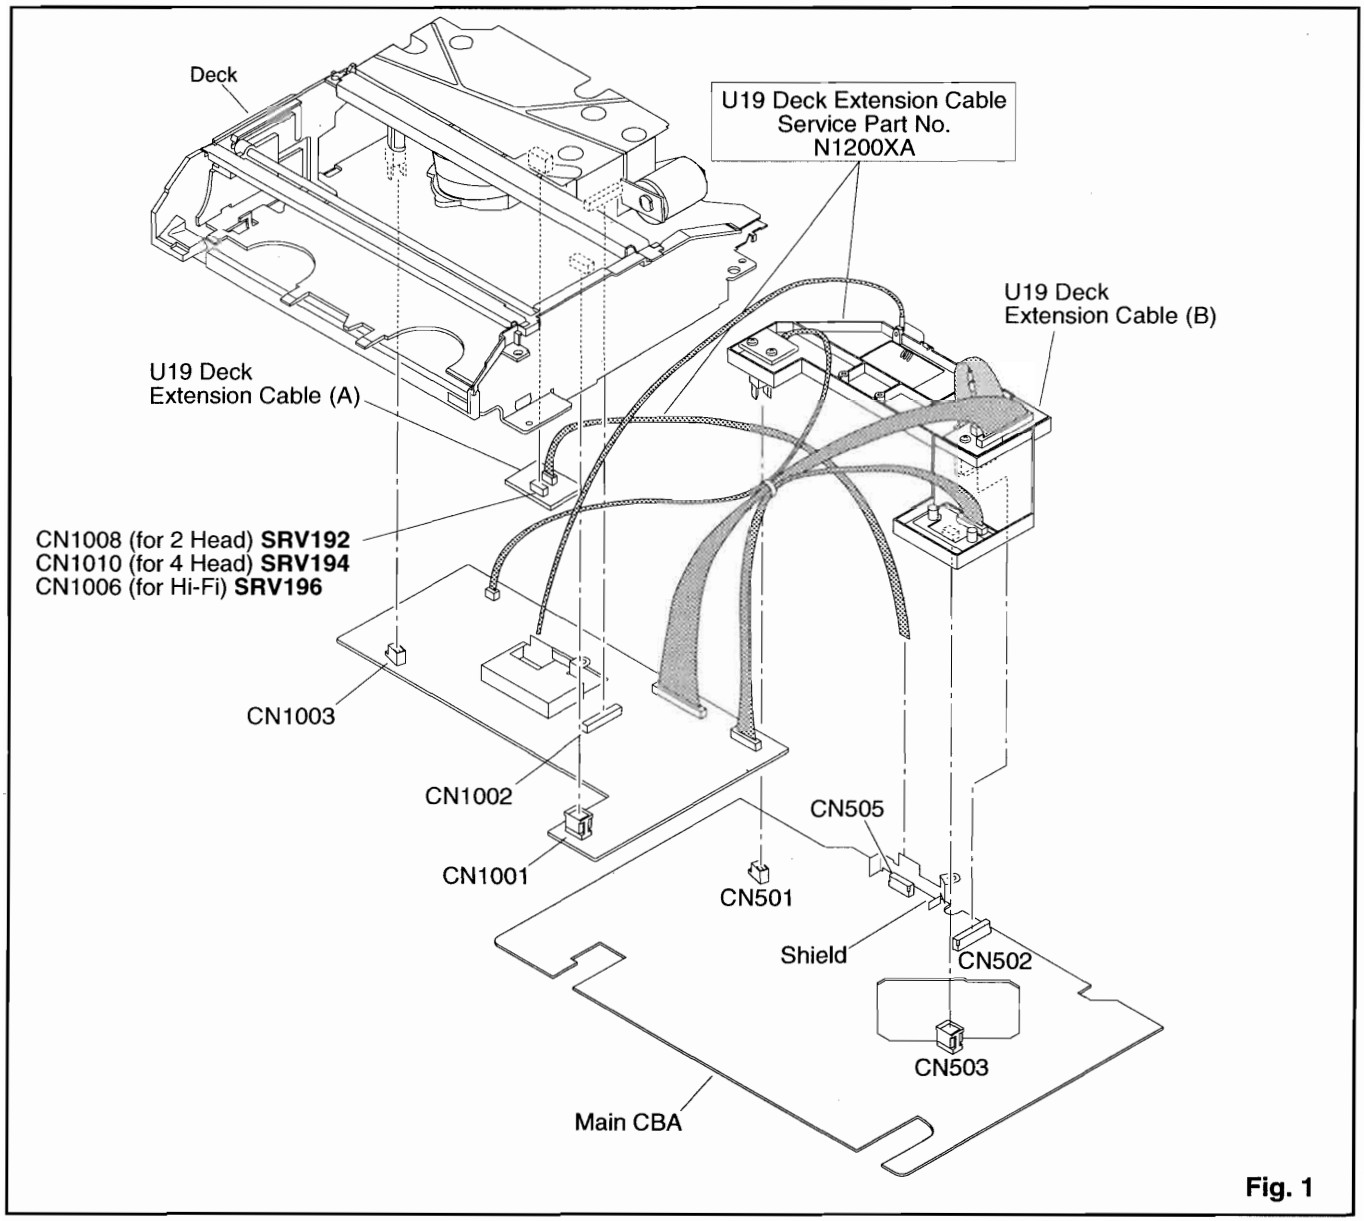

Fig. 1
(1) Remove the Deck Mechanism Assembly. If needed, remove the Main CBA from the chassis. Refer to "Cabinet Disassembly Instructions" on page 1-6-1.
(2) Connect Main CBA and Deck with the U19 Deck Extension Cable (A) as shown in Fig. 1. And connect Main CBA and Deck with U19 Deck Extension Cable (B) as shown in Fig. 1. Connect 2 Clips on U19 Deck Extension Cable (B) to Shield on Main CBA.